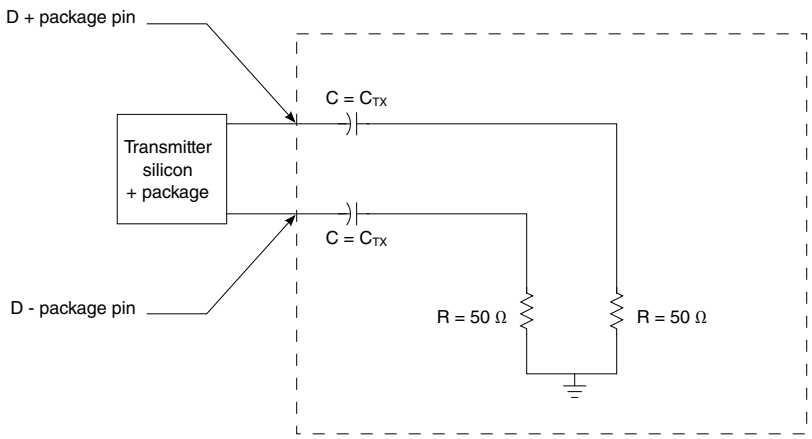
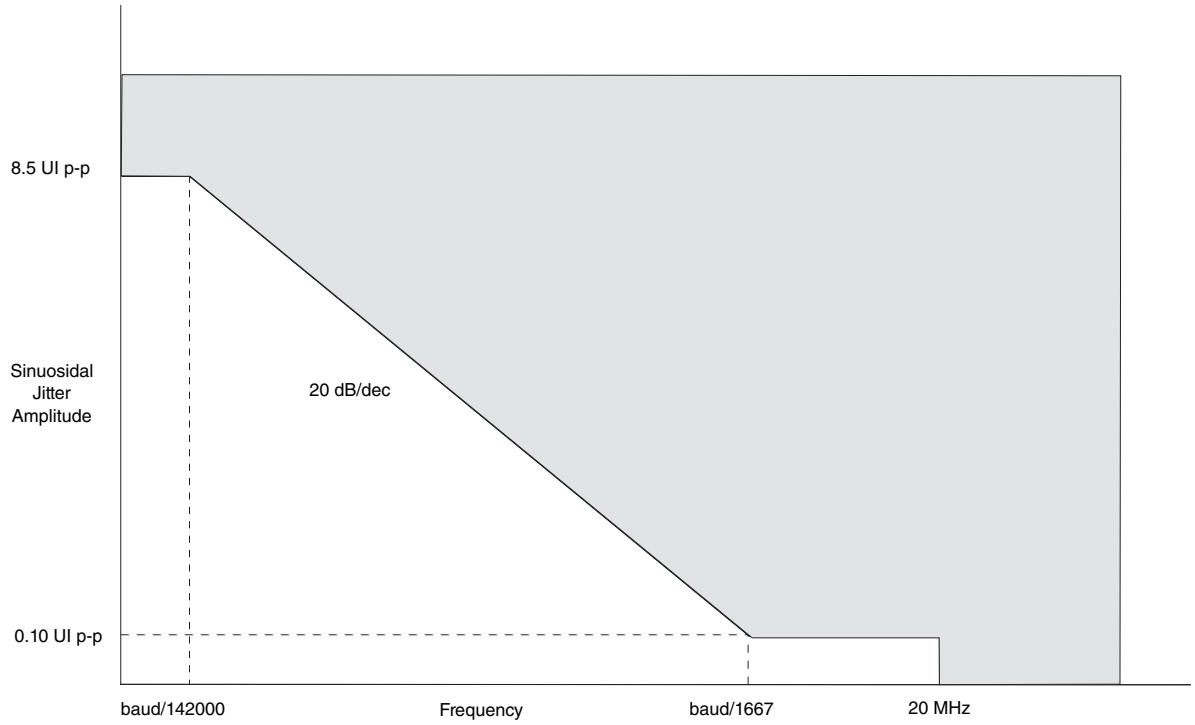

Figure 47. SGMII AC test/measurement load
Figure 48. Single-frequency sinusoidal jitter limits
1. See Figure 48. on page 144. 2. Each UI is 800 ps ± 100 ppm or 320 ps ± 100 ppm. 3. The external AC coupling capacitor is required. It is recommended that it be placed near the device transmitter output. 4. See Figure 47. on page 143.
1. Measured at receiver. 2. Total jitter is composed of three components: deterministic jitter, random jitter, and single frequency sinusoidal jitter. The sinusoidal jitter may have any amplitude and frequency in the unshaded region of the Single-frequency sinusoidal jitter limits figure shown below. The sinusoidal jitter component is included to ensure margin for low frequency jitter, wander, noise, crosstalk and other variable system effects. 3. See Figure 48. on page 144.